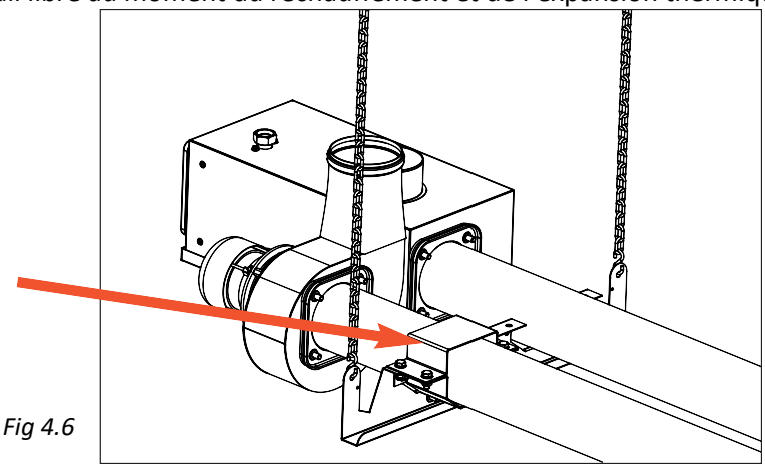

Fig 4.6
4) Fig 4.6 : porter une attention pour que l'attache du support du côté du brûleur soit installée d'une telle sorte pour immobiliser le tube du côté du ventilateur des fumées. Le tube radiant du côté du brûleur doit avoir le jeu permettant le travail libre au moment du réchauffement et de l'expansion thermique.